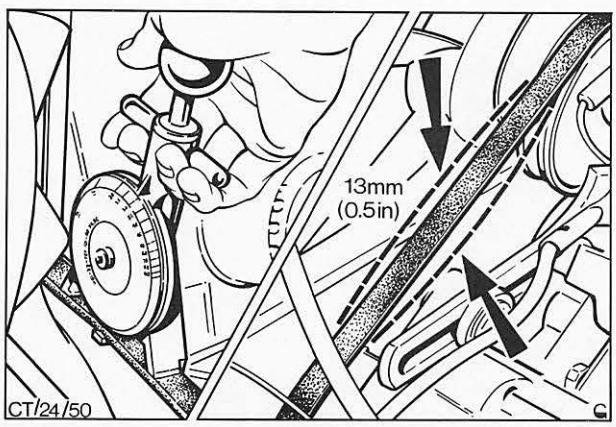

Abb. 58 Zwei Möglichkeiten zur Einstellung der Riemenspannung
7. Keilriemen einhängen und wie unter Pos. 24 205 beschrieben, spannen, Abb. 58.